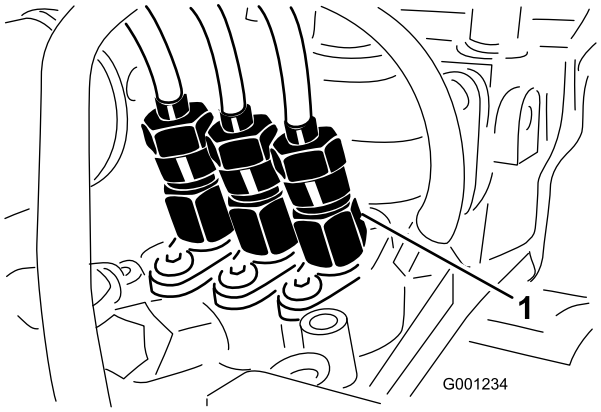

Figur 52
1. Løsn rørforbindelsen til den første indsprøjtningsdyse og holdersamlingen ved indsprøjtningspumpen (Figur 52).